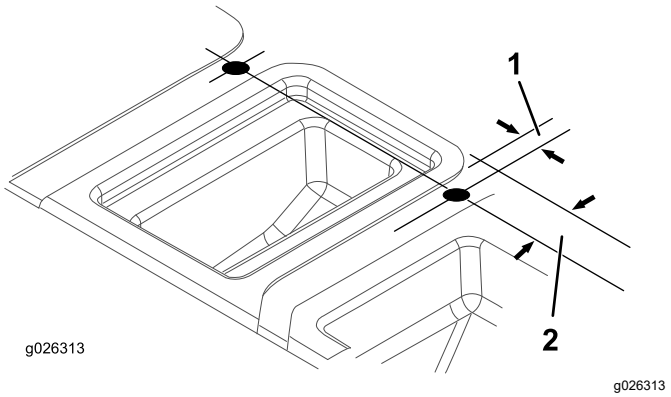

図 10
5. 図 10 に示す寸法に従って、シートベース上部に直径 25mm の穴を 2 つ開ける。中央のコンパートメントのそれぞれの側に穴が一つずつあるのを探し出す。